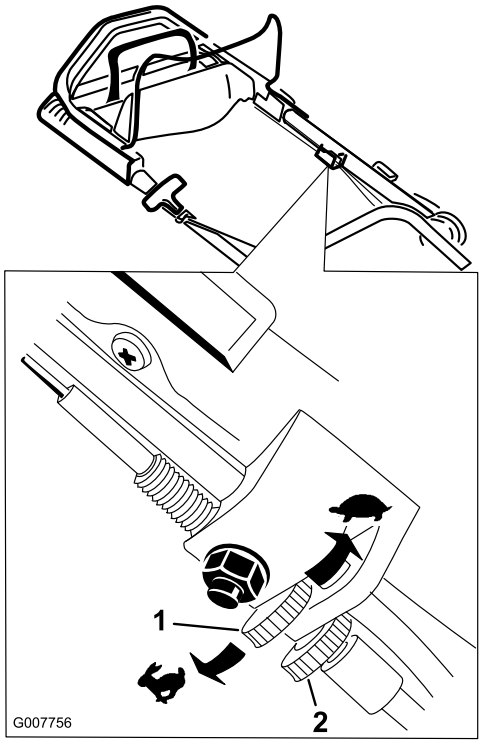

Figuur 29
1. Draai de borgmoer met de hand los (Figuur 29).